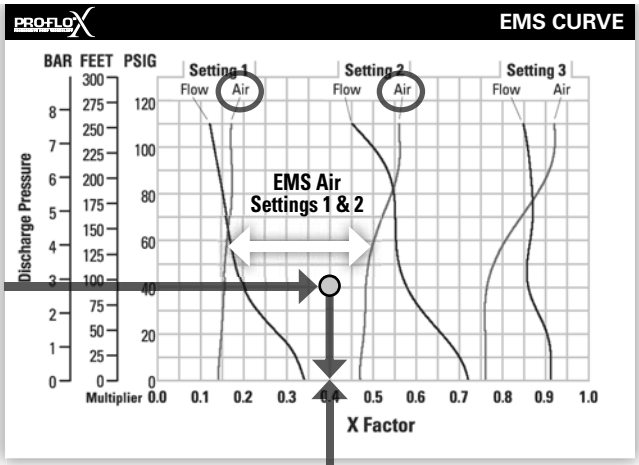

Figure 7
Step 1*: **Determine air X Factor.*** In order to determine the air X Factor, identify the two air EMS setting curves closest to the EMS setting established in example 2.1 (in this case, the point lies between the air curves for EMS setting 1 and 2). The point representing your EMS setting (1.8) must be approximated and plotted on the EMS curve along the horizontal line representing your discharge pressure (in this case, 40 psig). This air point is different than the flow point plotted in example 2.1. After estimating (or interpolating) this point on the curve, draw a vertical line downward until reaching the bottom scale on the chart and identify the air X Factor (figure 7).